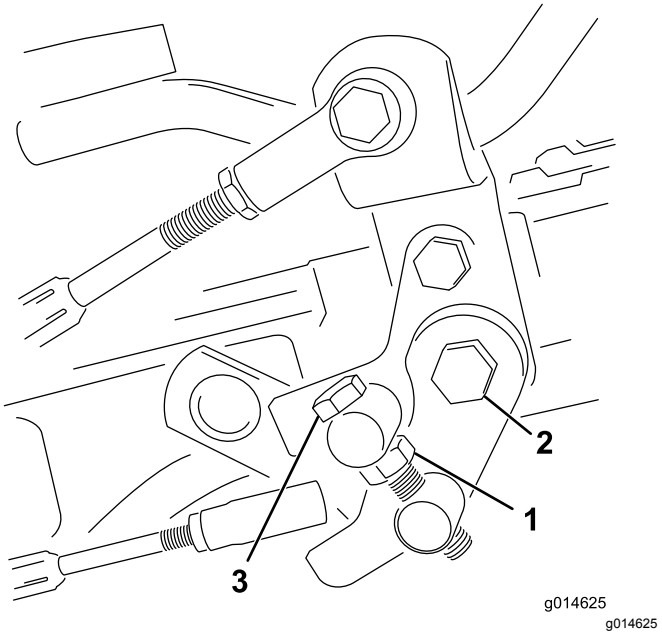

**Figuur 39**
1. Draai de contramoer op de draaitapbout los (Figuur 39).
4. Draai de contramoer op de draaitapbout en de moer op het scharnierpunt van het pedaal vast om de afstelling te vergrendelen (Figuur 39). Controleer de afstelling en stel nogmaals af indien dit nodig is.